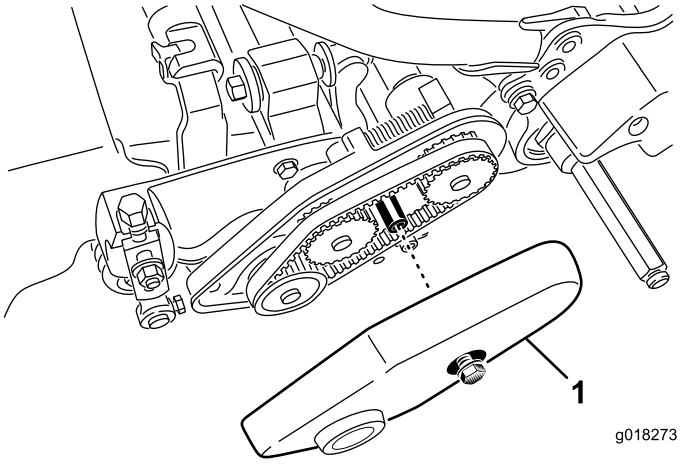

Figur 41
1. Løsne flensboltene som fester remdekslet, og fjern remdekslet for å eksponere remmen (Figur 41).